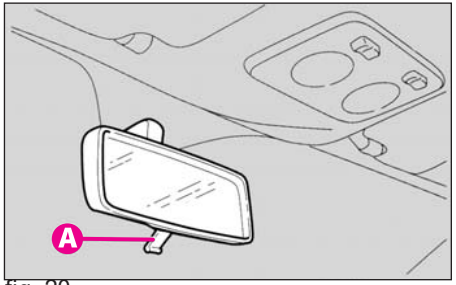

fig. 20
-desfaceți cele două tije (**A-fig. 20**) care susțin raftul (**B**), trăgând capetele (**C**) de pe suporturile (**D**);